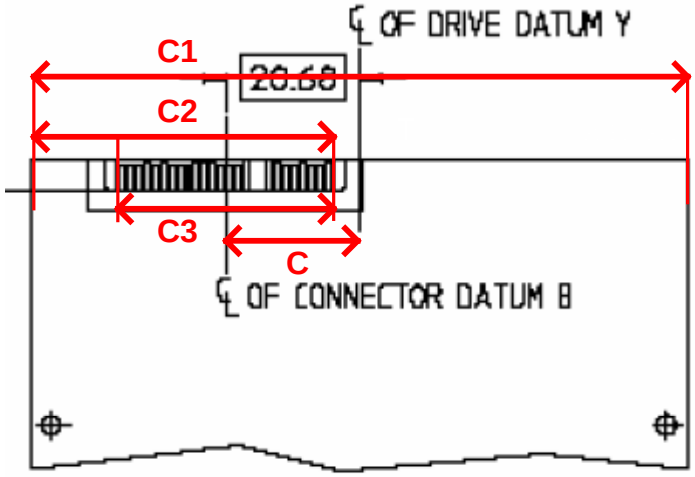

Figure 12
1. Using the outside measurement jaw of the calipers measure the value of *C1* as shown in Figure 12. Record the value of *C1*.
2. Using the outside measurement jaw of the calipers measure the value of *C2* as shown in Figure 12. Record the value of *C2*.